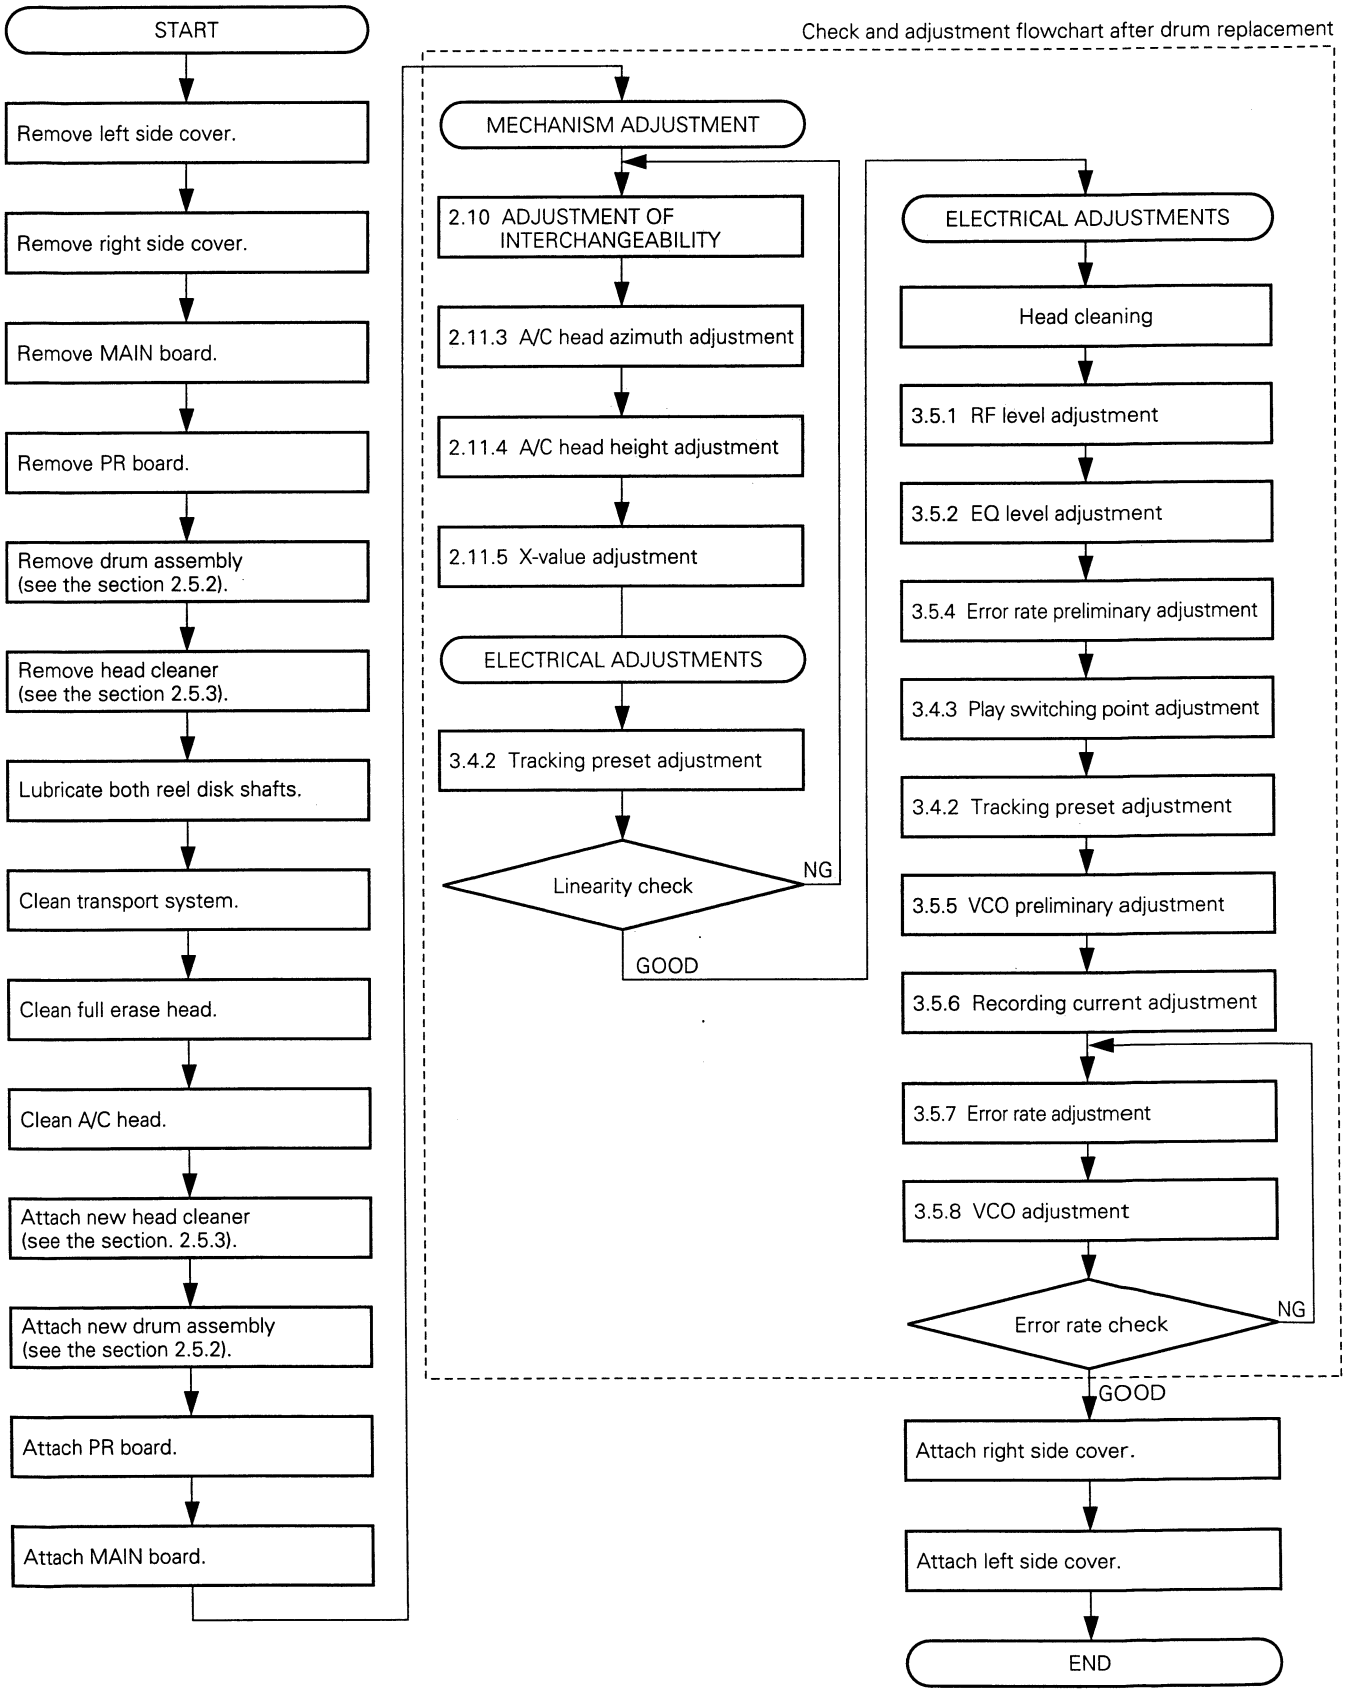

Fig. 2-5-1 500-Hour Periodical Maintenance Flowchart
Fig. 2-5-1 shows the procedure of the periodical maintenance operation to be performed after every 500 hours of operation.
• After replacing the drum assembly, be sure to perform the adjustments as shown in the flowchart (see Fig. 2-5-1).
1. Attach the drum assembly by reversing the removal procedure. The tighten torque of screw 1 should be 0.49 N-m (5 kgf-cm). 2. After attaching the drum assembly, set the DIP switch S201 on MAIN board to as left according to marking of the drum assembly. 3. Perform checks and adjustments as indicated in Fig. 2-5-1, " Check and Adjustments Flowchart After Drum Replacement".